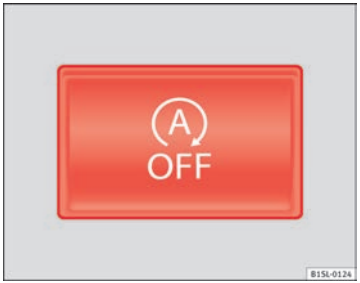

Fig. 97 At the top of the centre console: Start-Stop system button.
- Press the button situated in the centre console ⇒ fig. 97.